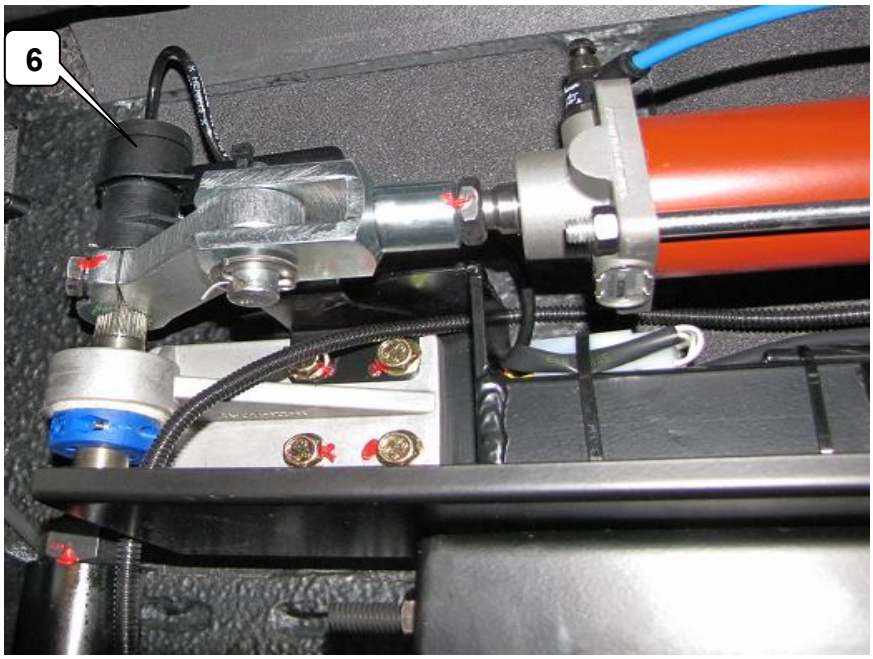

Rys. 8 Element układu MTS sterowania drzwiami: 6 – potencjometr
- **Potencjometr** (Rys.8 poz.6) – jego zadaniem jest informowanie elektroniki sterującej o położeniu drzwi (otwarte – zamknięte). Odbywa się to na podstawie analizy napięcia prądu z potencjometru. Dla drzwi zamkniętych wynosi ono ok. 2,5 V; dla otwartych – ok. 12,5 V.